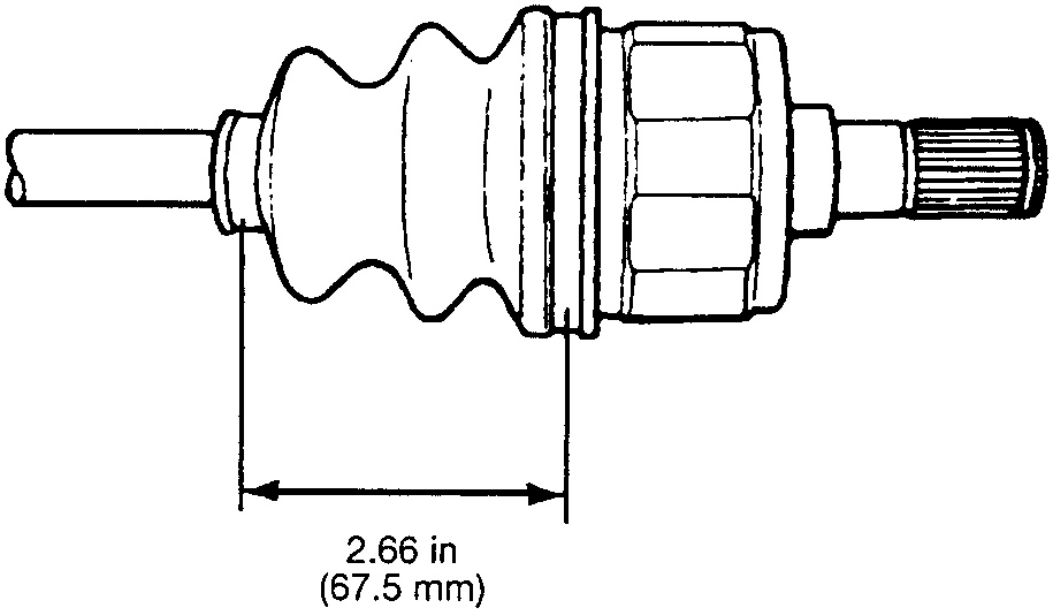

Fig. 27: Medición de CV Boot Posición
17. extender o comprimir la articulación como sea necesario hasta que la distancia entre las pinzas de arranque del trípode del empalme mide 2,66" (67,6 mm). Ver **La Fig. 27** .